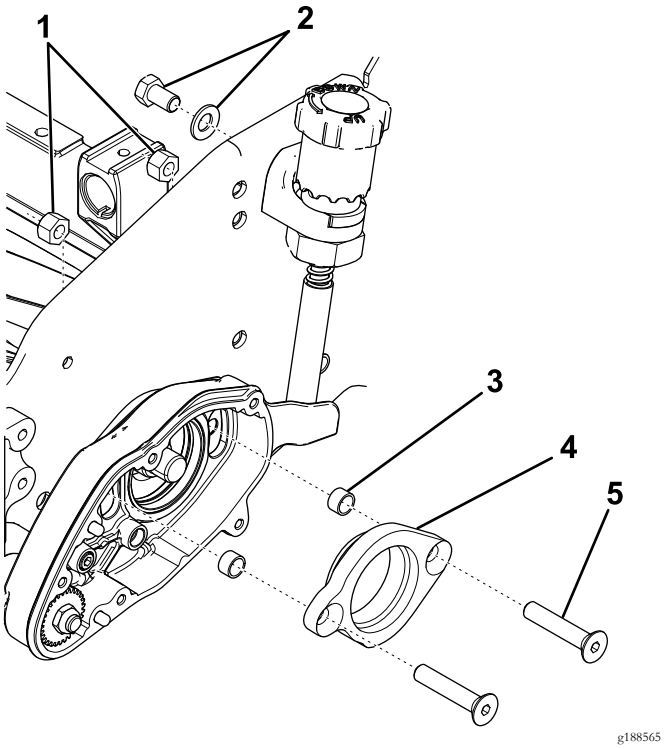

Figura 3
6. Retire o parafuso e porca que prendem o manípulo de ajuste à placa lateral (Figura 3).
7. Retire os parafusos de cabeça chata, porcas de bloqueio e adaptador do rolamento da caixa do rastelo (Figura 3).
8. Retire e deite fora os espaçadores (Figura 3).